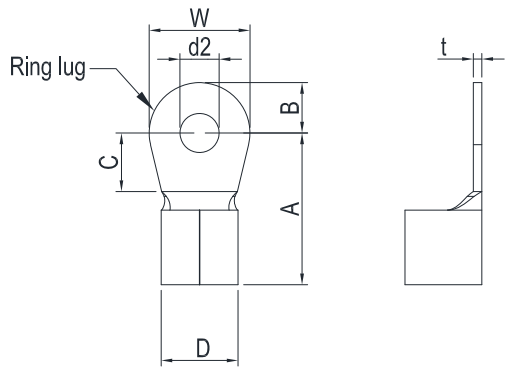

Figure 1.
- The following additional terminals are required when wiring. The additional terminal dimension should comply with Figure 1 below.